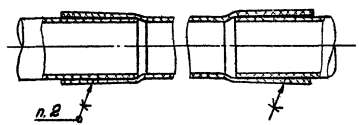

Рис. 6
4. Технология соединения по рис.6-ТТП4.01200.22000.